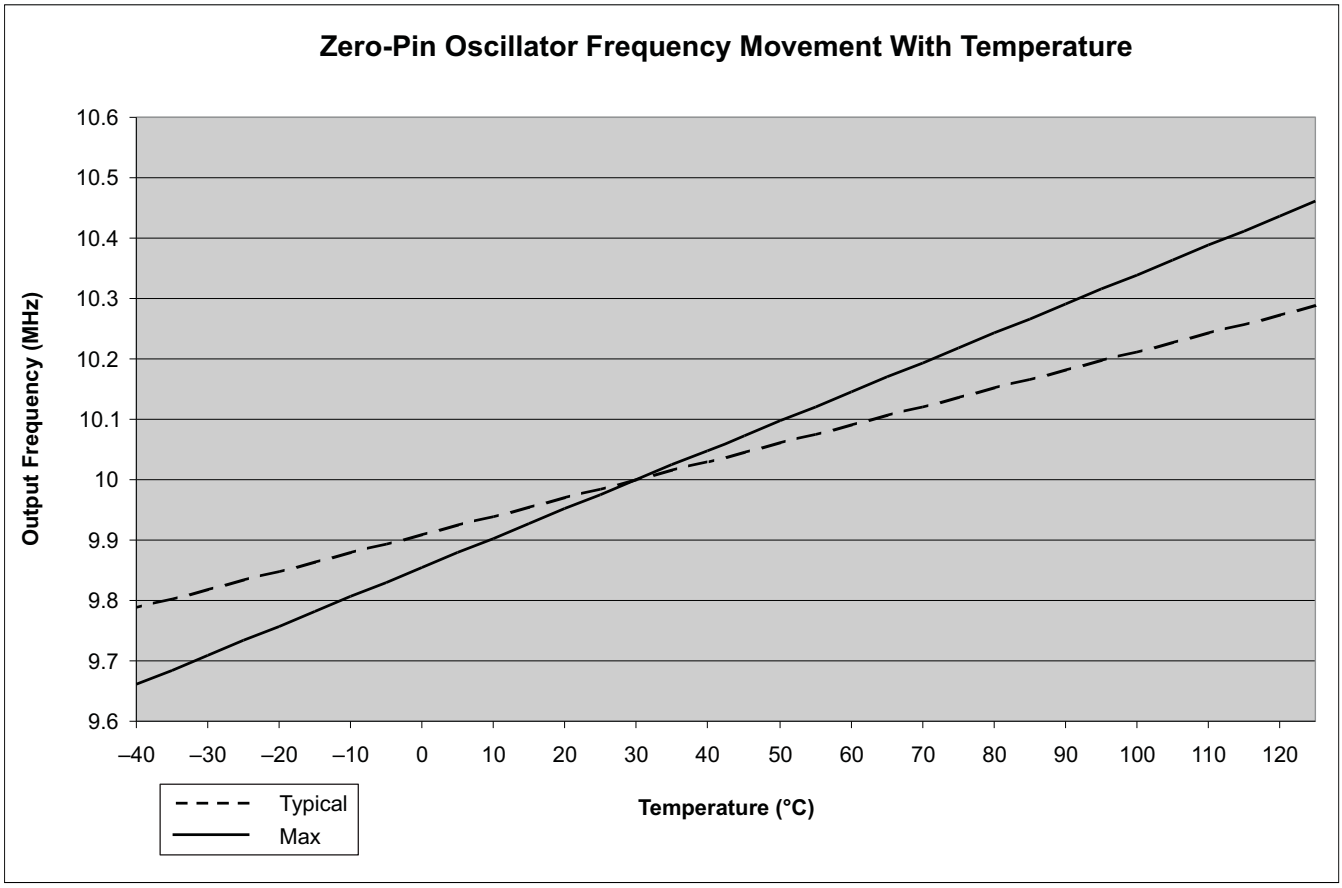

Figure 5-8. Zero-Pin Oscillator Frequency Movement With Temperature
(1) Oscillator frequency will vary over temperature, see Figure 5-8. To compensate for oscillator temperature drift, see the *Oscillator Compensation Guide* and C2000Ware.
(2) Frequency range ensured only when VREG is enabled, $\overline{\text{VREGENZ}} = V_{SS}$.
(3) Output frequency of the internal oscillators follows the direction of both the temperature gradient and voltage (V_{DD}) gradient. For example: